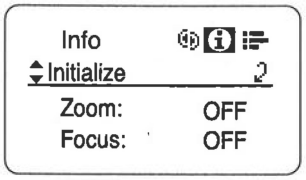

Fig7-4
3. Move the down key twice, and then press the Set key.The display is switched to the Initialize screen.(Fig.7-4)